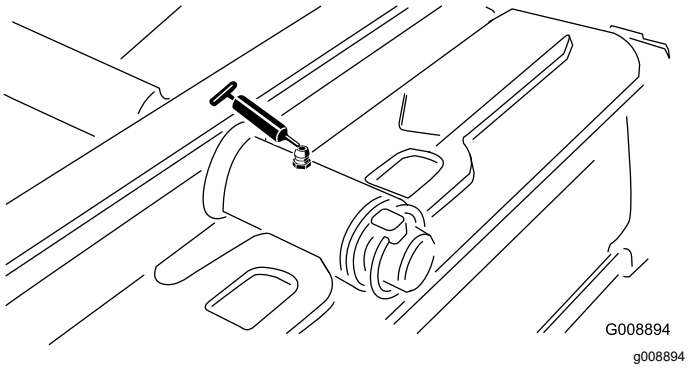

Figur 31
- Bakre klippeenhetsaksel (Figur 31)